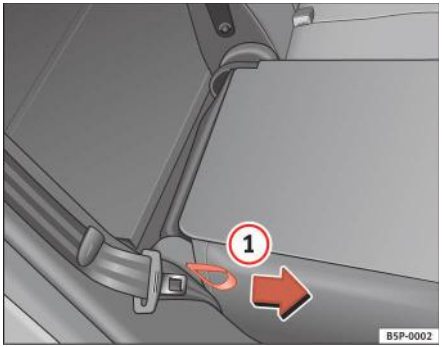

Fig. 97 Plierea şi deblocarea spătarelor scaunelor din spate
– Trageți chinga de pe partea laterală a scaunului ⇒ fig. 97 (1)